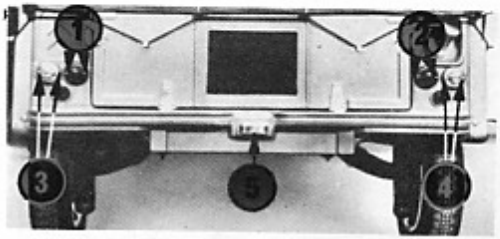

Fig. 57 - Dispositivi di illuminazione e segnalazione visiva posteriore
- *Luci di posizione posteriori* — Fig. 57
- *Posteriori* — Fig. 57
Stop — Fig. 57
Illuminazione targa — Fig. 57